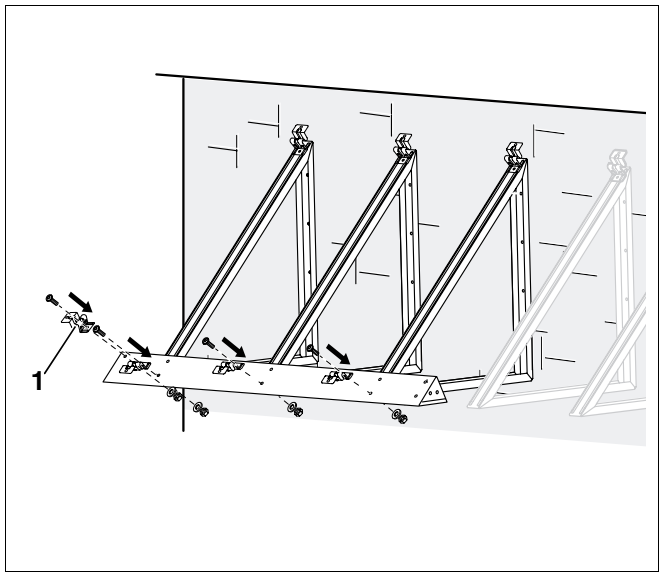

Afb. 50 Verbindingsplaat monteren
- Monteer de collectorhouder op de verbindingsplaat (afb. 50).
Wanneer u een collectorveld monteert, moet u aan het begin en aan het einde van het collectorveld de zijdelingse collectorhouder op de betroffen verbindingsplaat monteren (afb. 50, **pos. 1**).